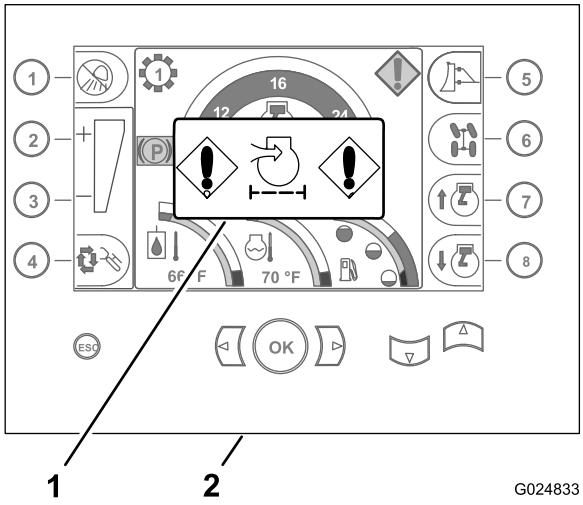

Figura 28
2. Compruebe si el indicador de obstrucción del limpiador de aire se muestra en la pantalla de Inicio del centro de control (Figura 28).